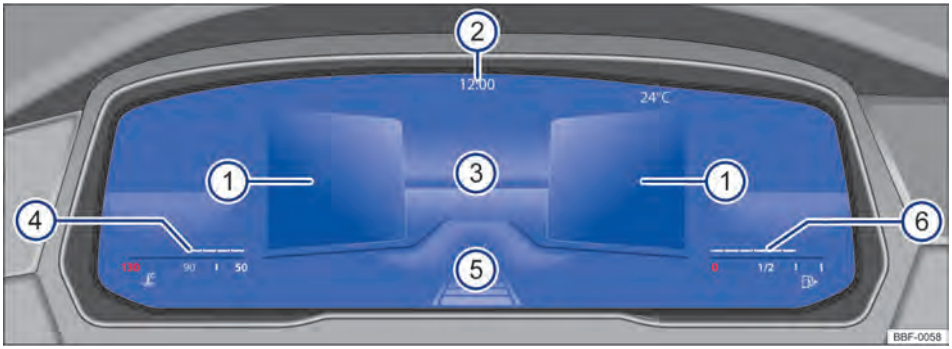

Fig. 12 Active Info Display (variante 2) en el tablero de instrumentos.
Explicaciones sobre los instrumentos→ fig. 12:
La exhibición principal → fig. 12 ③ puede alternarse presionando la tecla View en el volante multifunción. La representación en el área de indicación puede exhibir las siguientes vistas:
– **Resumen**: después de finalizada la preparación para conducción: exhibición de información sobre el estatus del vehículo en las áreas ①, por ejemplo, posición del cuentakilómetros total.